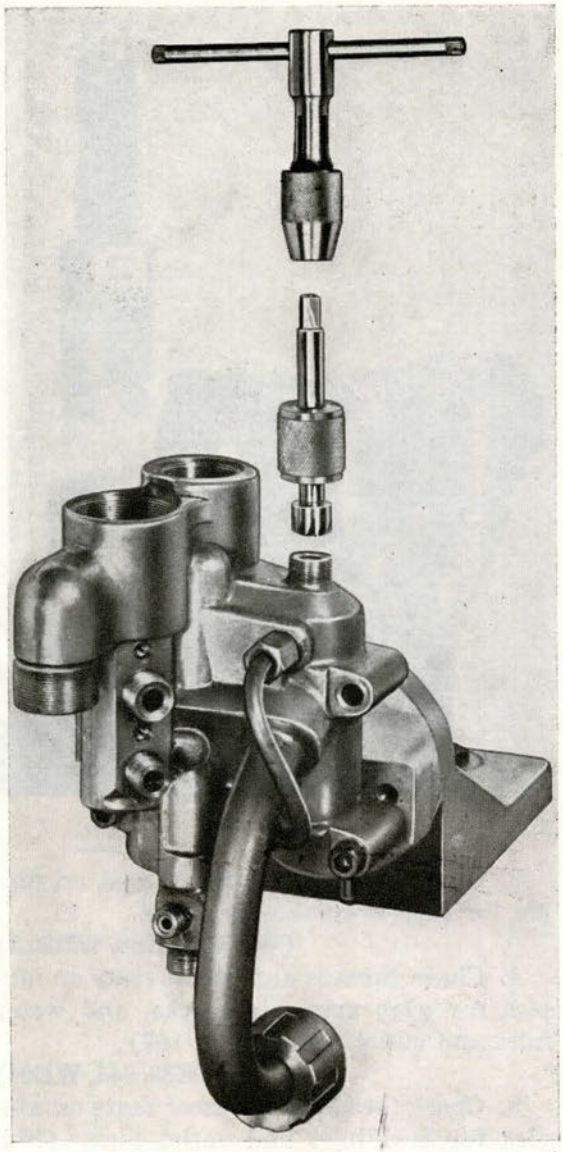

Figure 167
4. Chase threads and reseat seats on nipples for gyro spin, air checks, and water inlet and outlet pipes (Fig. 167). (WE83, 443, WE94)